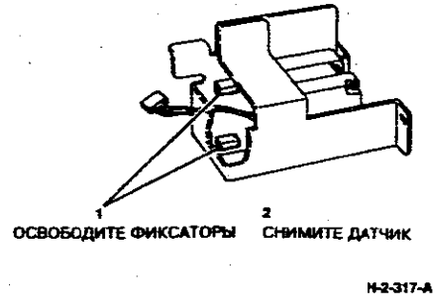

**Рисунок 1. Снятие датчика боковой регистрации**
2. (Рисунок 1) Снимите датчик боковой регистрации.